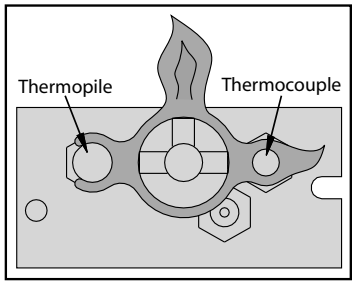

**Figure 3. Pilot flame.**
1. Turn off the gas to the fireplace. **If not recently done, remove the glass and let the unit air out for at least five (5) minutes to clear out any gas.** Turn on gas to the heater. Leak test all joints with soapy water. **NEVER USE AN OPEN FLAME FOR LEAK TESTING.**
2. Start the pilot by pressing the gas control knob and turning it to PILOT. While holding the gas control knob in, press the piezo ignitor several times until the pilot light starts. Hold the gas control knob in for thirty (30) seconds. Check that the pilot has fully engulfed the thermocouple assembly (see Figure 3).